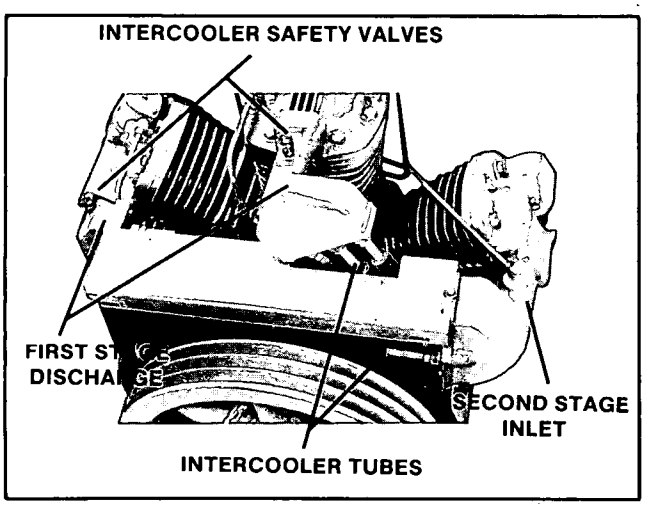

Figure 4-2. Typical Intercooler Tubes and Safety Valves.
This compressor is equipped with an intercooler between the first-stage and the second-stage. See Figure 4-2. The purpose of the intercooler is to remove most of the heat of the first-stage compression from the air before it enters the second-stage, thus improving efficiency and decreasing the final discharge air temperature.
1. Intercooler Safety Valve-The Model 7100 will be supplied with one 80 PSIG (5.6 kg/cm²) safety valve installed in the intercooler, and the Model 3000 will be supplied with two 80 PSIG safety valves installed in the intercooler. See Figure 4-2.